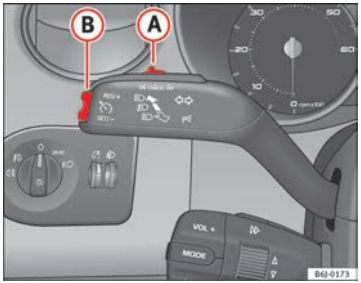

Fig. 115 Palanca de intermitentes y de luz de carretera: mando y tecla basculante para el regulador de velocidad
– Cuando se haya alcanzado la velocidad que se quiere programar, pulse brevemente la parte inferior de la tecla basculante **SET** ⇒ fig. 115 (B) una vez.